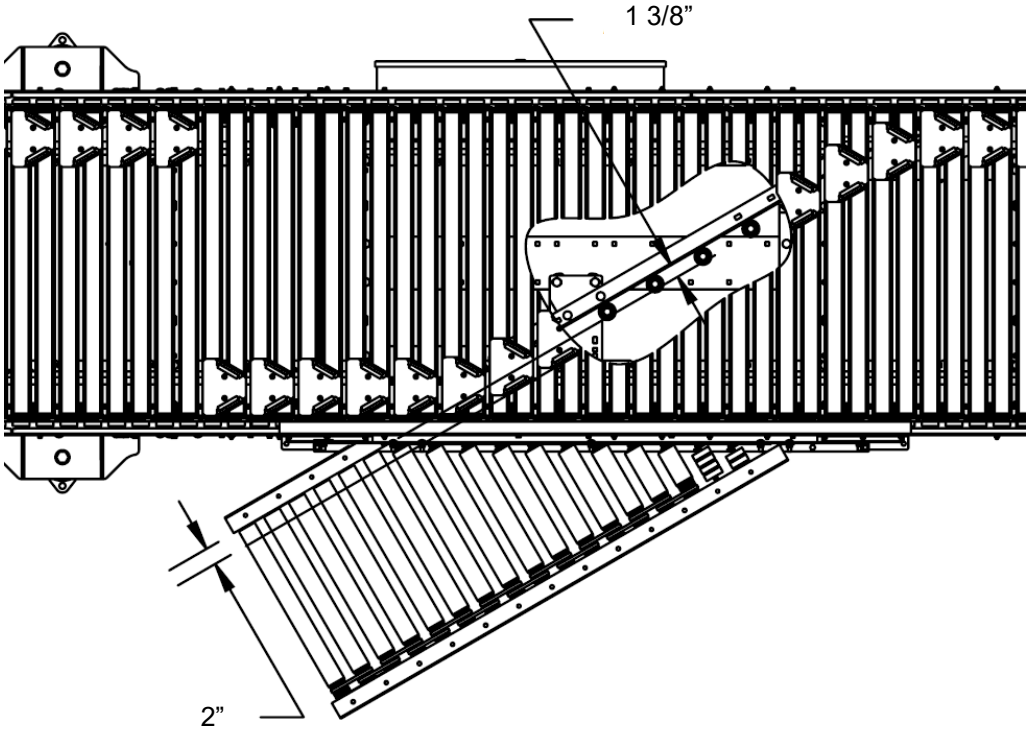

Figure 6-Typical Spur Positioning
4. Locate spurs per the system installation drawing. See Figure 6 for typical spur positioning. Spur alignment is given relative to the divert rail and the positions of installed shoes.
b. The critical dimension (1 3/8” in Figure 6) is measured between the face of the divert rail and the inside of the spur frame, perpendicular to the divert rail. This measurement will locate the spur correctly on both 30° divert and 22.5° divert sorters.